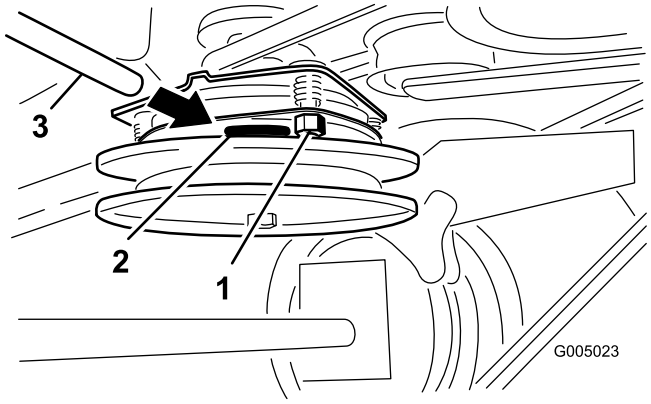

**Figure 46**
2. Serrez les contre-écrous jusqu'à ce la jauge d'épaisseur fléchisse légèrement mais puisse bouger facilement dans l'entrefer (Figure 46).